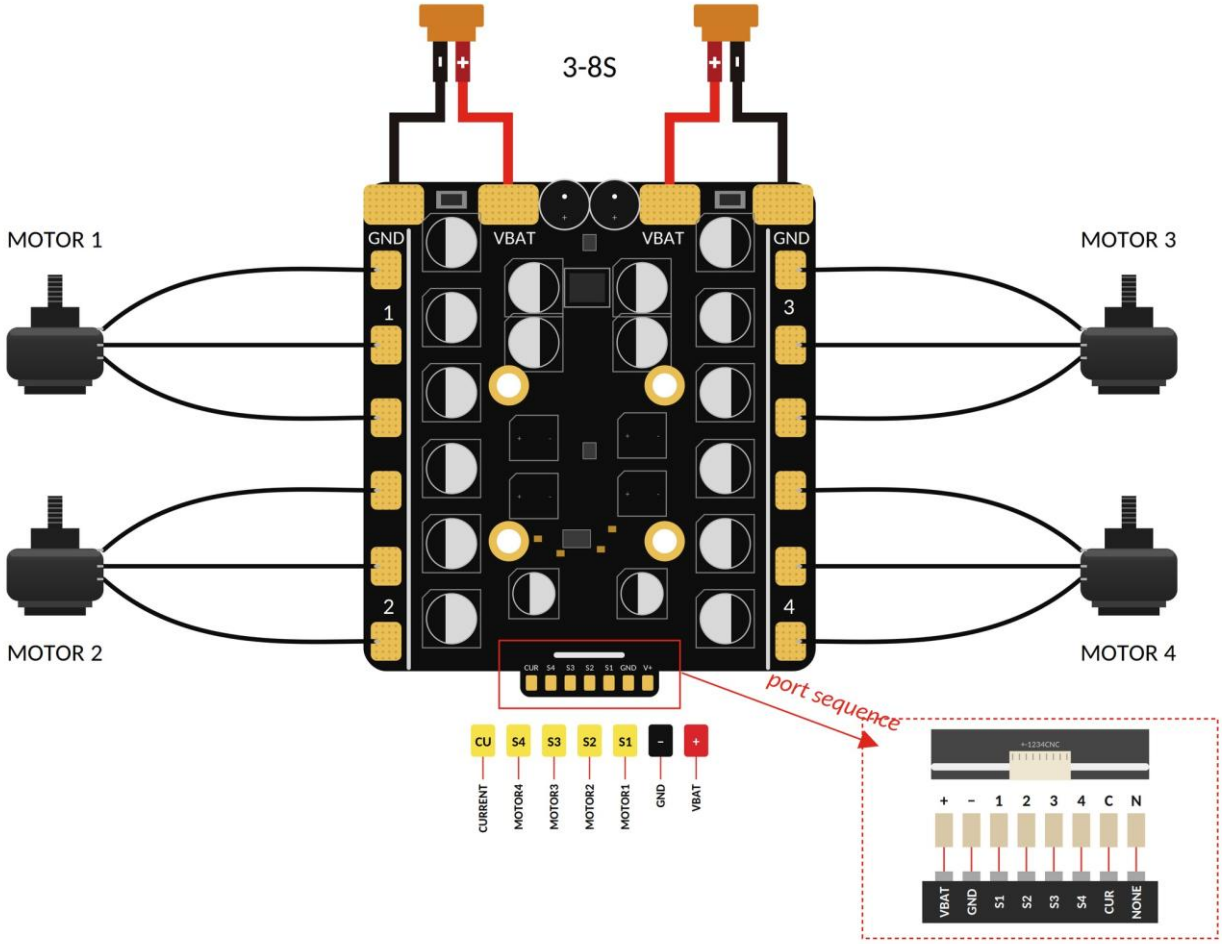

Abb.2. Verkabelungsschema
- Akkueingänge: Die Platine hat zwei VBAT- und zwei GND-Pads (linkes und rechtes Paar), wie in Abb. 2 gezeigt. Unterstützte Eingangsspannung: 3-8S.